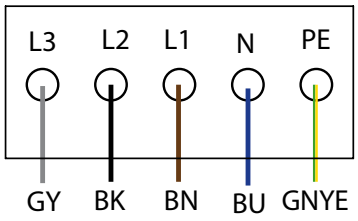

Bild 14: AC-Anschlussklemmen
6. Leitungen entsprechend der Beschriftung der Leiterplattenklemmen (Bild 14) anschließen.